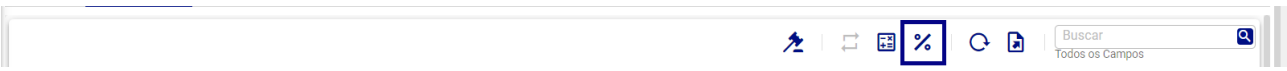

Figura 335: Cálculo por Percentual
– **Cálculo Por Percentual (Figura 335):** Esta operação recalcula todos os valores dos itens orçamentários com base no percentual cadastrado para cada item em relação ao valor dos **Impostos** definido na tela de **Percentual por Item Operacional**.